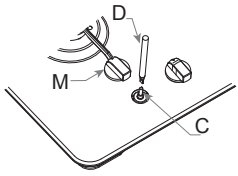

Fig. 7
• El ajuste de mínimo y máximo (paso de gas) se hace según sigue: (Fig. 7) Encender el quemador y girar la perilla a la posición mínima.